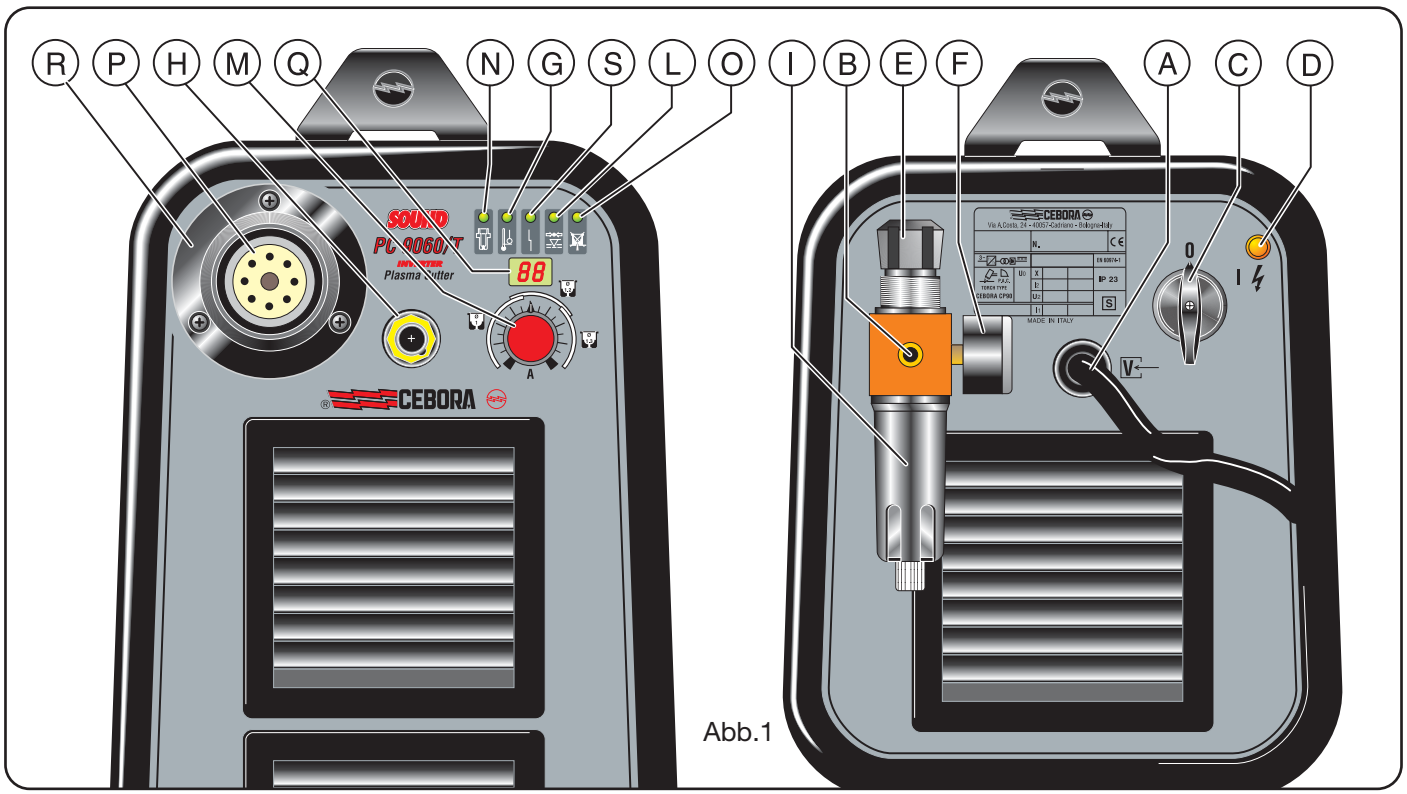

Abb.1
2.1 MONTAGE DES BRENNERS (Abb. 1)
1) Zur Vermeidung von Überlastung während der Zündung des Pilotlichtbogens und während des Schneidvorgangs. Meldung durch ständiges Leuchten der LED **G** (siehe Abb. 1).
2) Er verhindert den Betrieb bei Umgebungstemperaturen von tiefer als -20°C. Meldung durch Blinken der LED **G** (siehe Abb. 1)
Er befindet sich auf der Brennerspeisung und spricht bei zu geringem Luftdruck an. Meldung durch Aufleuchten der LED **L** (siehe Abb. 1).
2) Er veranlaßt die Sicherheitsverriegelung des Geräts, wenn die Elektrode so weit verbraucht ist, daß ihr Austausch erforderlich ist. Diese zweite Funktion wird durch Aufleuchten der LED **N** (Abb. 1) signalisiert. Wenn diese Sicherheitsvorrichtung anspricht, das Gerät vor dem Austausch der Elektrode und der Düse ausschalten. (Nur bei Art. 356)